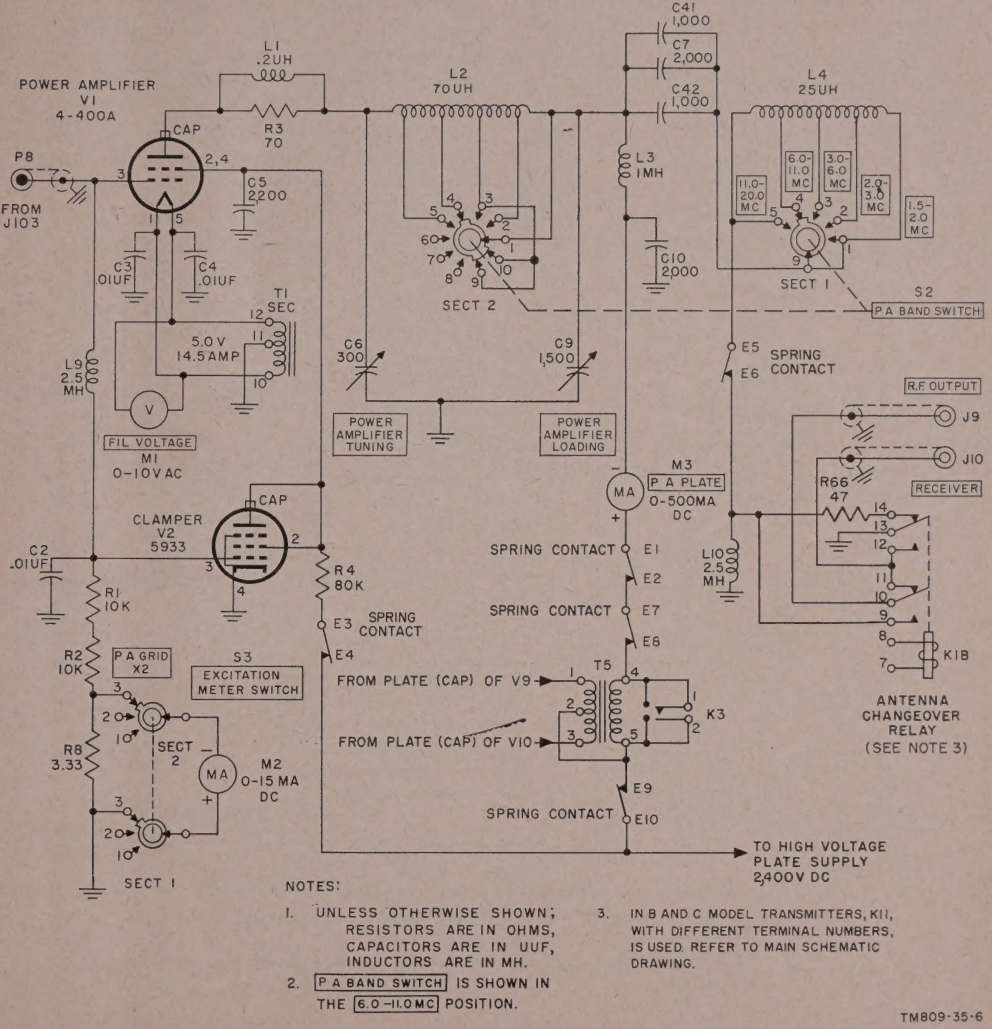

Figure 9. Power amplifier and clamper stages, basic, B, and C models.
8. Power Amplifier and Clamper Stages (figs. 9 and 10)